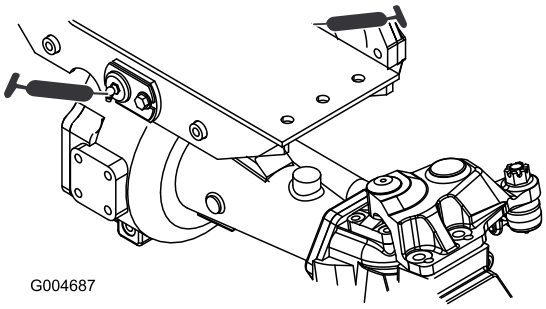

Figura 39
- Casquillos de los pivotes de los ejes delantero y trasero (2) (Figura 39).